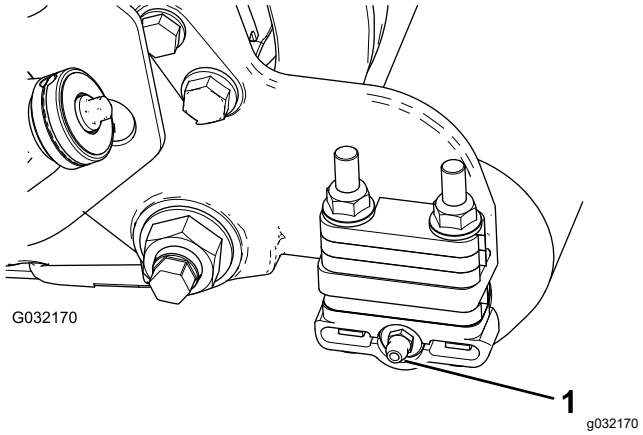

Rysunek 5
2. Wkręć smarowniczkę 90° tak, aby była skierowana do tyłu (Rysunek 5).